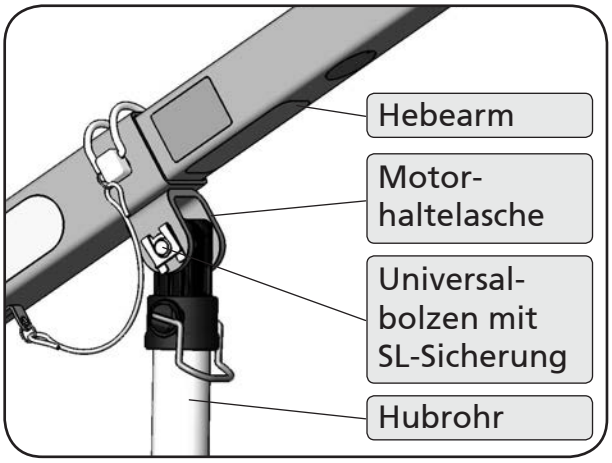

Abbildung 48
1. Entfernen Sie an der Hebearmaufnahme die SL-Sicherung und den Universalbolzen (Abbildung 48).